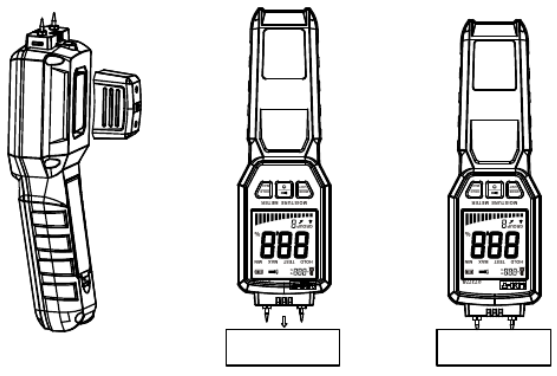

Figura 3
3. Scoateți capacul de protecție și manșonul de silicon; depozitați capacul în compartimentul din spate (Figura 3).
4. Introduceți sonda produsului vertical în obiectul de inspectat; adâncimea maximă de introducere este poziția limită a sondei (Figura 3).